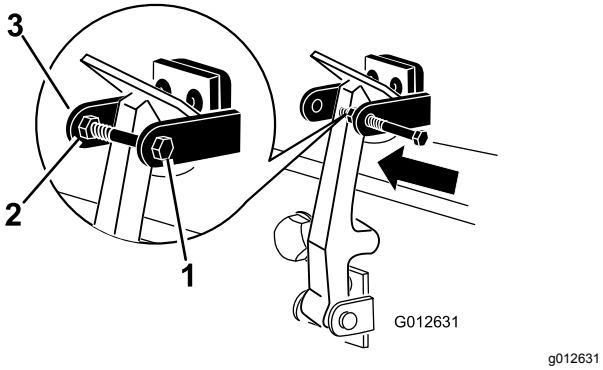

Figur 10
7. Skru bolten inn på den andre armen til panserlåsbraketten for å låse låsen i stilling (Figur 10).